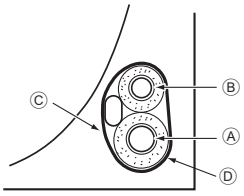

Fig. 4-5
4.5.1. Guardar no espaço da tubagem da unidade (Fig. 4-5)